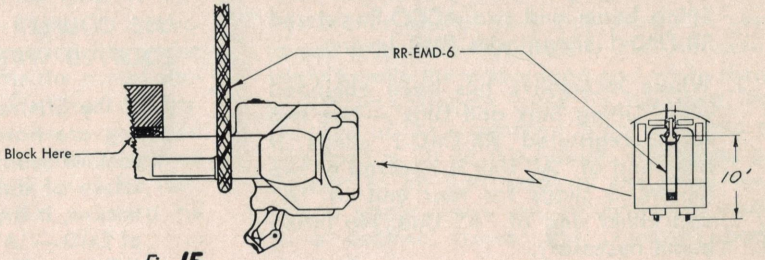

Fig. 15
Under normal conditions of lifting, two RR-EMD-4 slings and a lifting beam are used on each end of switcher. However, in an emergency one end of the SW-1, 100 ton, or the NW-2, 125 ton switchers can be lifted at the coupler. Due to the increased length of span of the NW-3, 100 ton road switcher the coupler lift is NOT recommended for this locomotive. For methods of blocking when using coupler hitch, see Fig. 15.
2. Where standard switcher is involved lift may be made with RR-EMD-6 and coupler hitch. Coupler should be blocked as shown in Fig. 15. However, see caution against use of this hitch on NW-3.